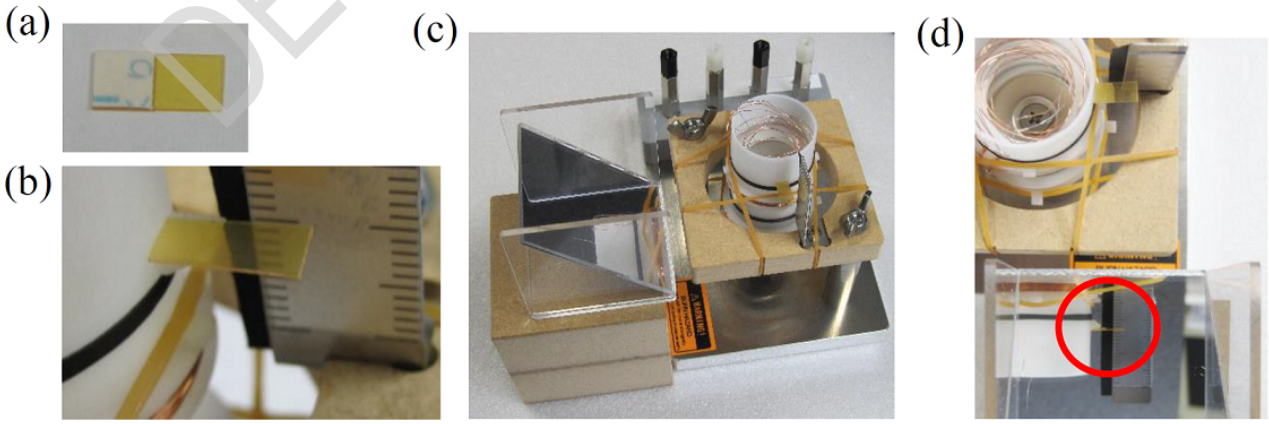

Figure 4 : Installation du pointeur et du miroir.
7. Enlever la protection de la partie adhésive des pointeurs (figure 4(a)). Coller le pointeur sur la partie plane de l'ergot situé en face de la règle du support pour mesurer la position verticale de l'oscillateur (figure 4(b)).
8. Placer le miroir sur le bloc élévateur (figure 4(c)). S'assurer de pouvoir lire la position du pointeur sur la règle en regardant à travers le miroir (cercle rouge de la figure 4(d)).